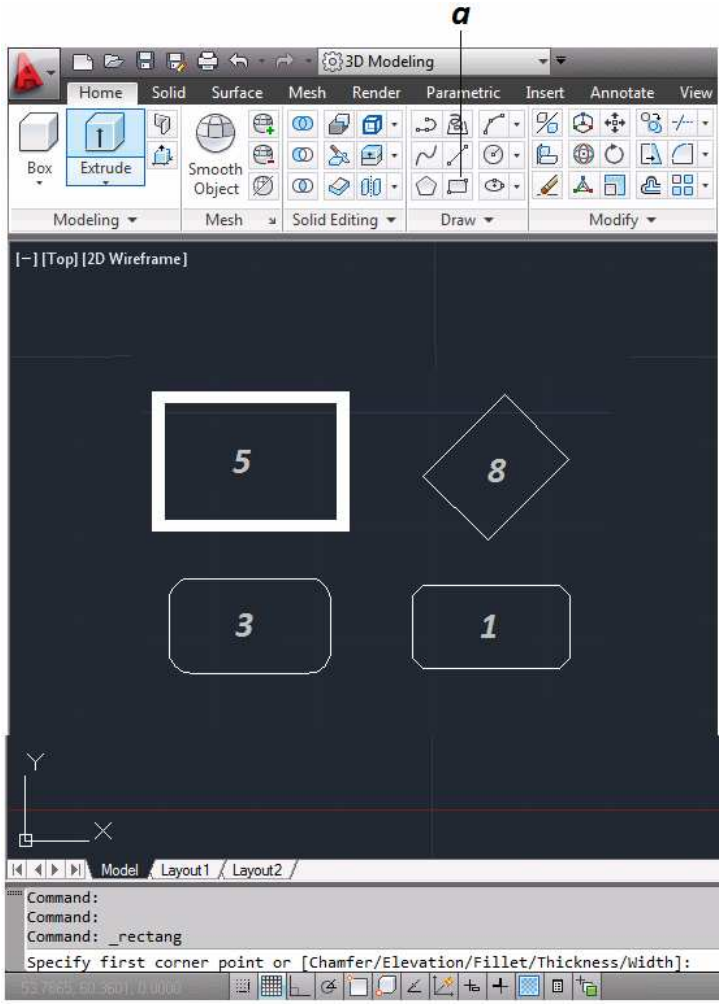

Figura 3.26 Creación de Entidades "Rectangulo"
Este comando se ubica en la Cinta Dibujar *(figura 3.26 "a".*, esta herramienta crea un rectángulo, el cual se puede crear con alguna de las siguientes características:
1. **CHAFLAN – CHAMFER:** Se crea un rectángulo en el cual sus intersecciones tendrá una cara plana, dependiendo el ángulo y la distancia deseada *(figura 3.26).*
3. **EMPALMAR – FILLET:** Se crea un rectángulo con las esquinas redondeadas con un radio indicado *(figura 3.26).*
5. **GROSOR – WIDTH:** Se crea un rectángulo con segmentos delgados o gruesos *(figura 3.26)*.
8. **ROTACION - ROTATION:** Se crea un rectángulo ingresando un valor para girarlo a partir del horizonte *(figura 3.26)*.